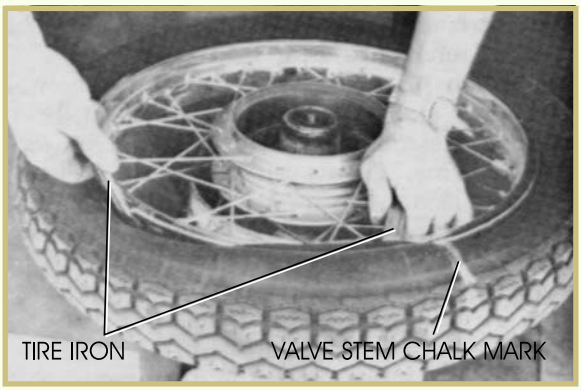

FIGURE 34—Tire irons are used to remove the tire from the rim.
8. Use a tire-iron tool to hook the bead near the valve stem and pry it over the rim (Figure 34).